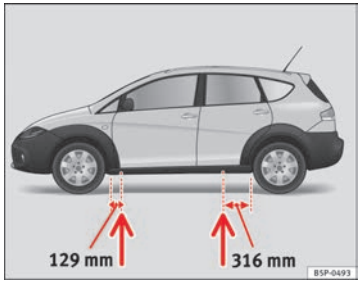

Fig. 171 Jack position points
– Locate the jacking point under the door sill closest to the wheel to be changed ⇒ Fig. 171.
Recesses at the front and rear of the door sills mark the jacking points ⇒ Fig. 171. There is only one jacking point for each wheel. Do not fit the jack anywhere else.